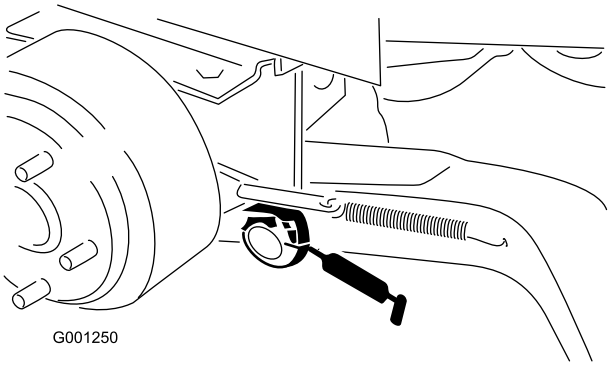

Figuur 40
- Lagerbussen van draaipunt van hefarm (Figuur 40)